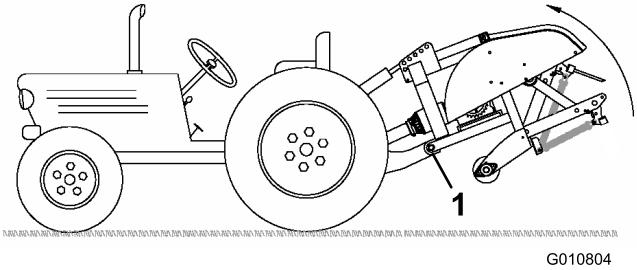

**Figuur 22**
**Opmerking:** Om te ver heffen te voorkomen, moet u de hefarmen van de tractor aansluiten op de bovenste openingen van de hefbeugel (als uw machine daarmee is uitgerust) (Figuur 22). De maximale hoek van de aftakas is 35°.